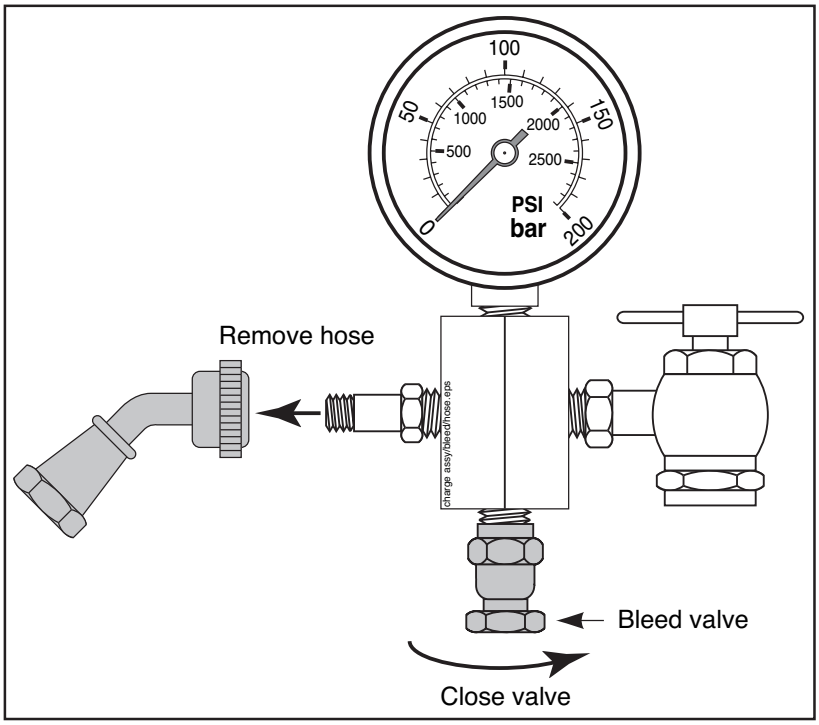

Figure 40
6. On the charge valve assembly, close the bleed valve (Figure 40), and disconnect the hose from the gas valve stem. This step closes the charge valve stem to prevent the gas pressure from escaping out of the hose and ensures that the initial pressure reading is accurate.